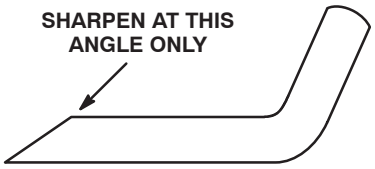

Figure 65
3. Examine cutting edges of all blades. Sharpen cutting edges that are dull or nicked. To assure sharpness, sharpen only the top side of the cutting edge while maintaining the original cutting angle (Fig. 65). If the same amount of metal is removed from both cutting edges, the blade will remain balanced.